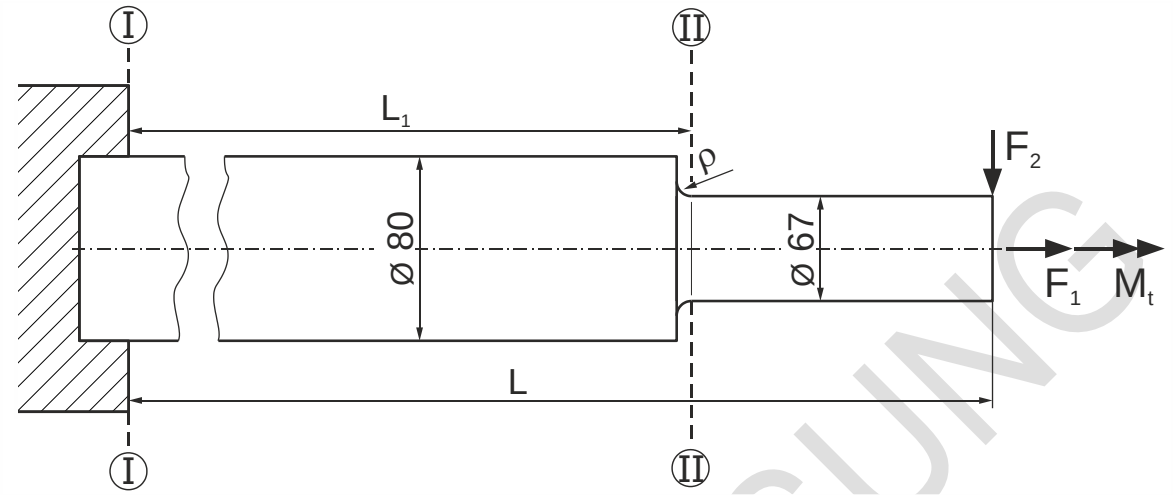

Abbildung 1.2: Neue Strebe (abgesetzter Vollstab) aus S355; Längeneinheit: mm.
Im Rahmen einer Umbaumaßnahme muss die Strebe nun als abgesetzter Vollstab (L_1 = 1625 mm, L = 2300 mm) mit **polierter** Oberfläche ausgeführt werden, siehe Abbildung 1.2.
d) Die statische Kraft F_1 = 315 kN und die rein wechselnde Kraft F_2 = ±2500 N wirken gleichzeitig auf die Strebe aus Abbildung 1.2.
e) Die statische Kraft F_1 und das statische Torsionsmoment $M_t = 500$ Nm wirken gleichzeitig auf die Strebe aus Abbildung 1.2.
f) Es wirkt nur eine statische Kraft F_2 = 1000 N auf die Strebe aus Abbildung 1.2.
g) Die Strebe aus Abbildung 1.2 wird nur durch die rein wechselnde Kraft $F_1 = \pm 150$ kN belastet.